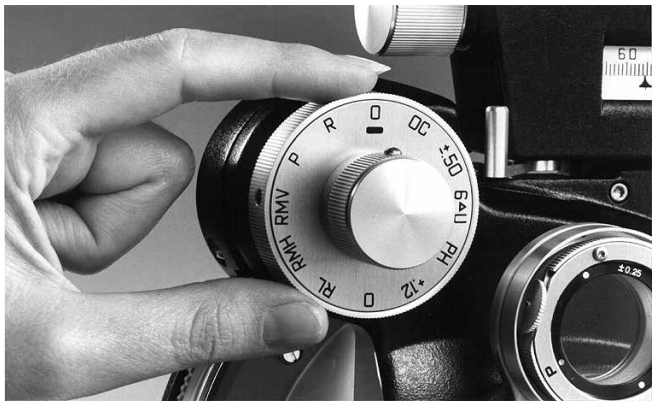

Abbildung TM-4 Drehung der Steuerung für starke Sphäre (um die Skala für die Zusatzlinse)
5. Eine große Stärke kann jedoch, falls gewünscht, auch schnell und einfach über die Steuerung für starke Sphäre eingestellt werden. Siehe Abbildung TM-4.